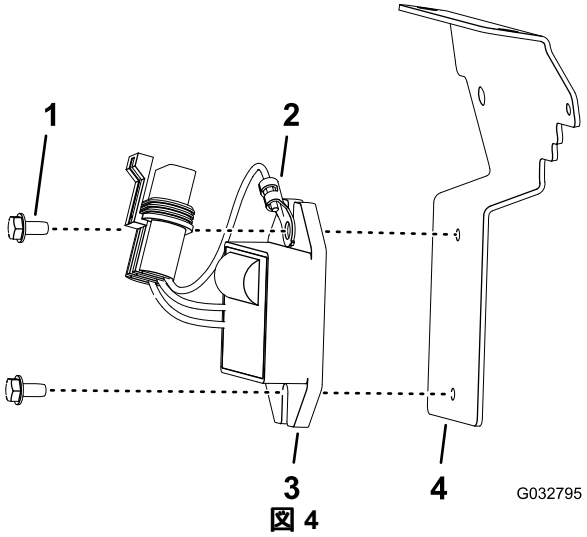

図 4
1. 電圧レギュレータのアース端子とスロットを、取り付けブラケットの穴に合わせる図 4。
2. 端子とレギュレータをブラケットに組み付けるフランジヘッドねじ2本を使用する図 4。